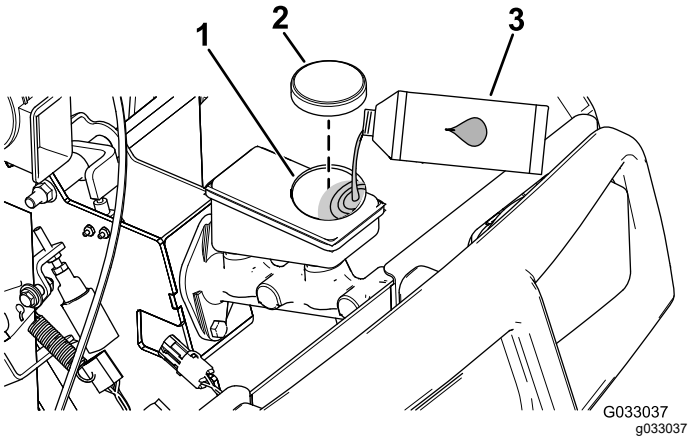

Figuur 68
4. Open de motorkap om toegang te krijgen tot de hoofdremcilinder en het reservoir (Figuur 68).
A. Reinig de omgeving van de reservoirdop en verwijder de dop (Figuur 68).
C. Plaats de dop weer op het reservoir (Figuur 68).